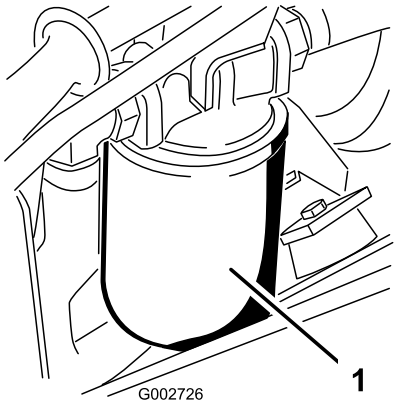

Figur 40
3. Placer en drænbakke under hydraulikoliefilteret, der er placeret på maskinens venstre side (Figur 40).